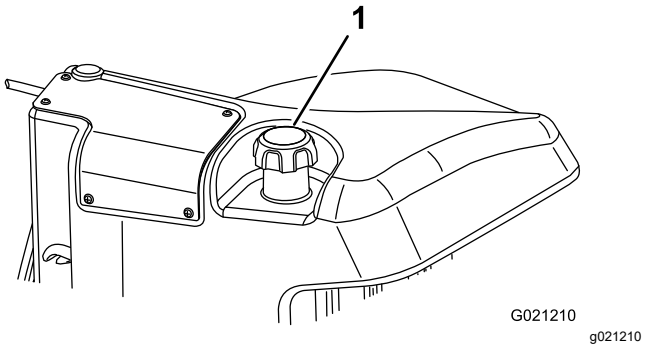

**Figuur 49**
3. Verwijder de dop van de brandstoftank (Figuur 49).